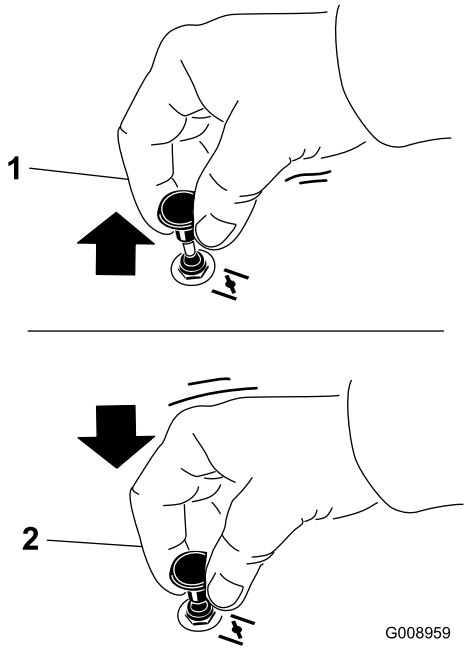

Figur 14
2. Dra opp chokeknappen for å koble til choken før du bruker tenningsbryteren (Figur 14).
3. Dra ned choken for å koble den fra når motoren har startet (Figur 14).